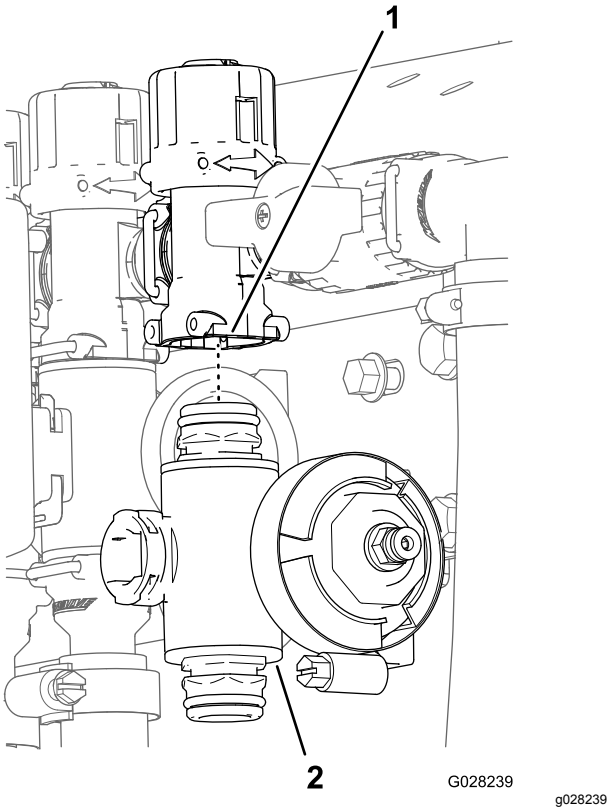

Figur 70
3. För den högra eller vänstra sektionens ventil tar du bort flänsskruven och flänslåsmuttern som håller fast sektionsventilen vid ventilfästet, och sedan avlägsnar du ventilgrenröret från maskinen. För mittsektionsventilen tar du bort sektionsventilens grenrör från maskinen (Figur 70).